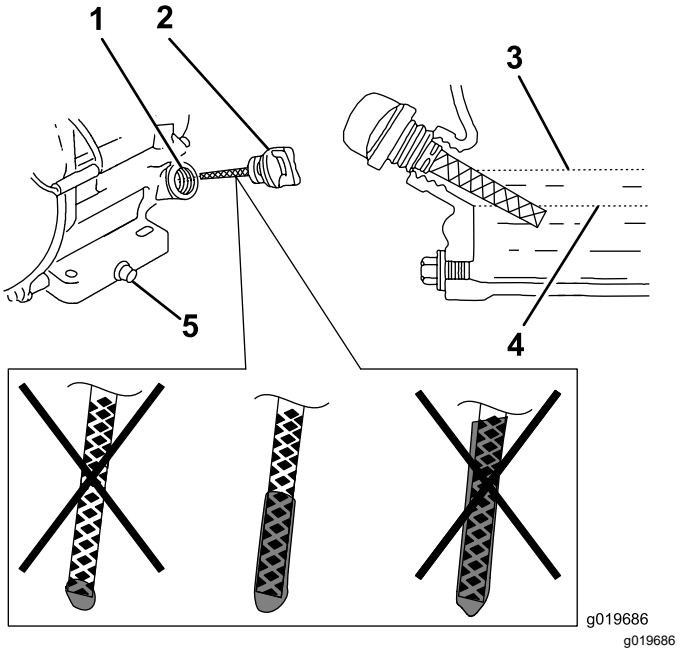

Figuur 26
6. Haal de peilstok eruit en controleer het motoroliepeil (Figuur 26).